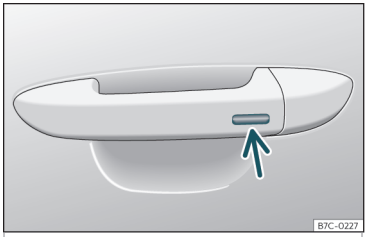

Fig. 86 Manecilla de la puerta: superficie sensora.
- Mantenga un dedo durante algunos segundos sobre la superficie sensora de bloqueo ››› **fig. 86** (flecha) de la manecilla de la puerta para que se cierre el techo. Si deja de tocar la superficie sensora se interrumpe la función de cierre.